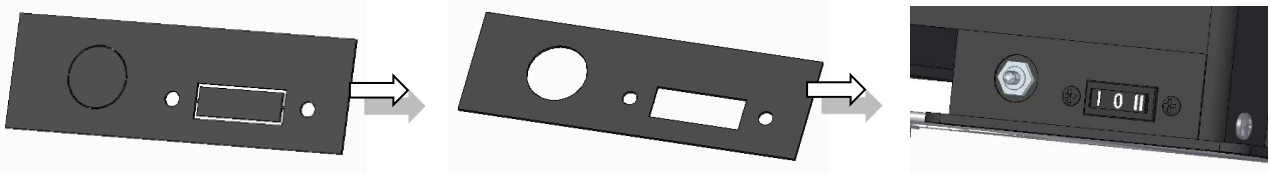

Figura 53 – Fixação do micro-switch e botão On-Off
c. Por fim, deverá colocar o micro-switch e o botão On-Off no devido local, como mostra a Figura 53, deverá primeiro partir as micro-juntas da chapa que está no equipamento, no canto inferior direito para fixar os componentes.